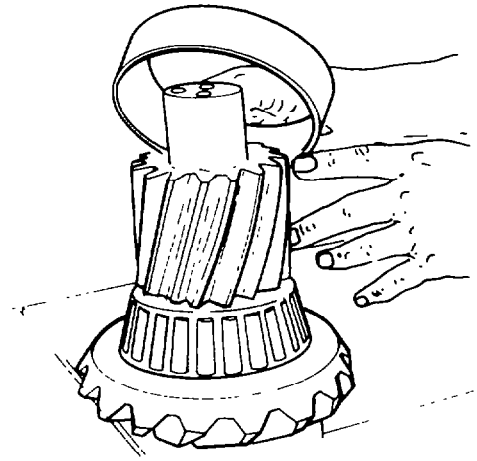

Fig. 318 — Fitting Left-hand Bearing Cup
g. To determine the bearing preload, temporarily align and position the left-hand bearing cup onto the shaft assembly as shown in fig. 318.